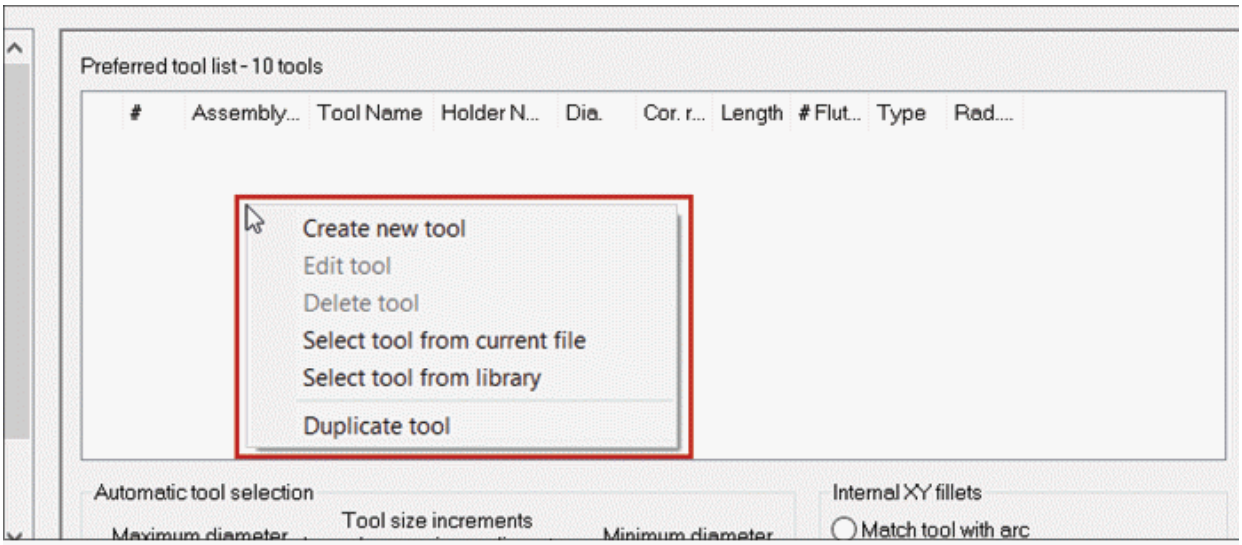

Figure-74. Shortcut menu for tool
- Right-click in the **Preferred tool list** box of this dialog box. A shortcut menu will be displayed; refer to Figure-74.